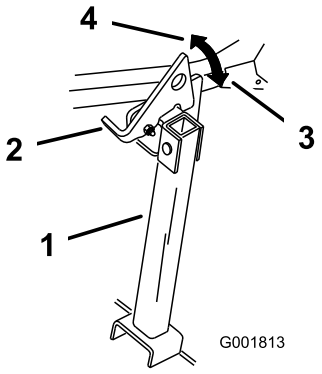

Figur 29
2. Lyft upp spärrhaken i fritt läge (Figur 29).